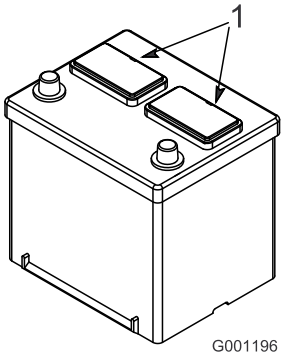

Figuur 9
2. Maak de bovenkant van de accu schoon en verwijder de vuldoppen (Figuur 9).